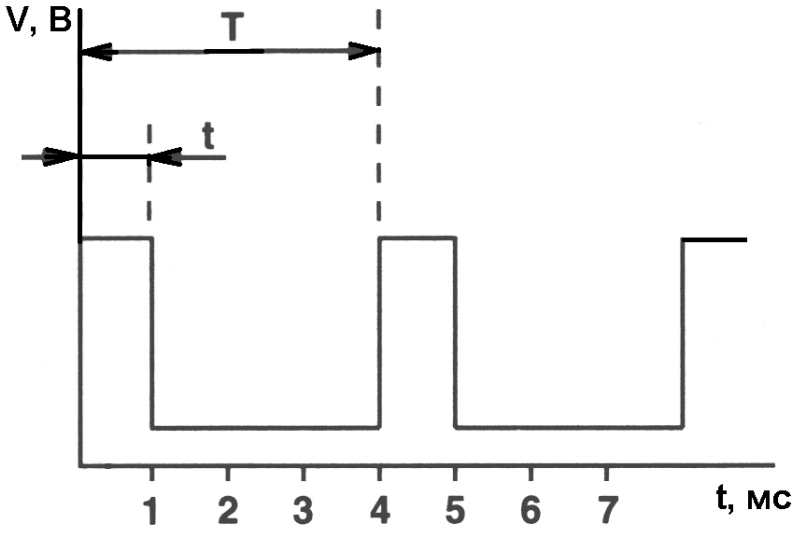

Рис. 7-14
Как уже отмечалось выше, соленоид может находиться только в двух состояниях: *включен* или *выключен*. Однако, если управляющее напряжение сформировать в виде следующих один за другим циклов, состоящих из включенного и выключенного состояний (рис.7-14), то сердечник соленоида будет постоянно находиться в подвижном состоянии. Следует отметить, что период каждого цикла (T) величина постоянная, блок управления может изменять только время наличия сигнала (t) (рис.7-14) или, по-другому - ширину импульса. Изменяя соответствующим образом ширину импульса, блок управления с помощью соленоида имеет возможность формировать требуемое на данный момент времени давление. Сигнал широтно-импульсной модуляции характеризуется отношением ширины импульса к периоду цикла, выраженным в процентах. Так, если период цикла T=4 мс и ширина импульса t=2 мс, то рабочий цикл соленоида будет составлять 50%. Если же при том же значении периода ширина импульса составляет 3 мс, то рабочий цикл равен уже 75%.